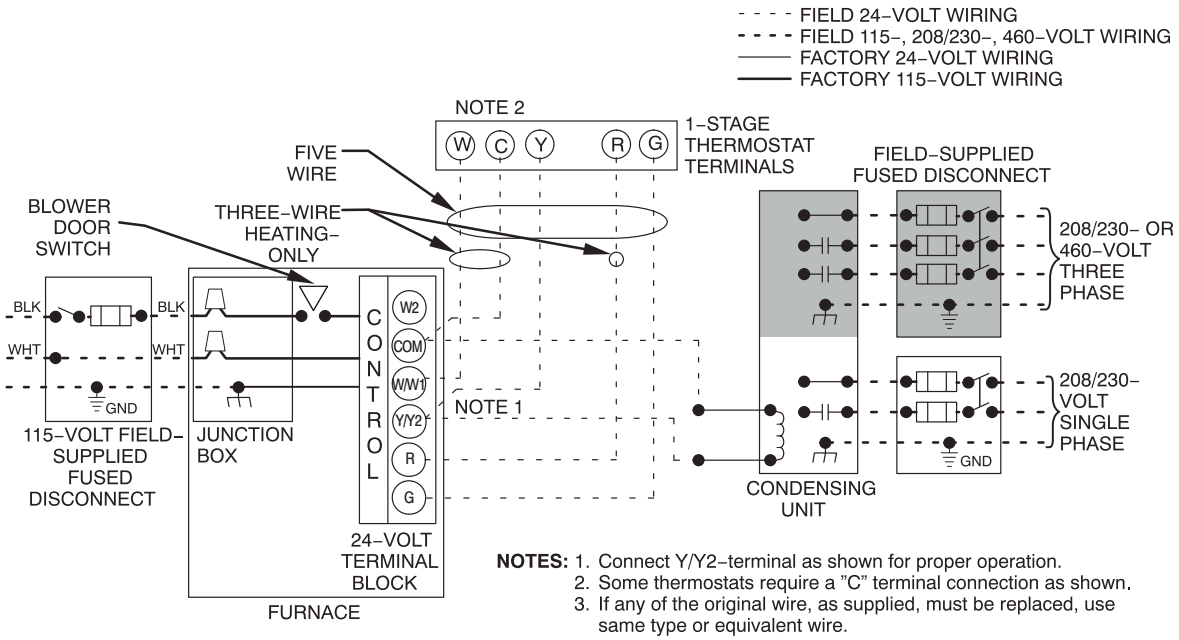
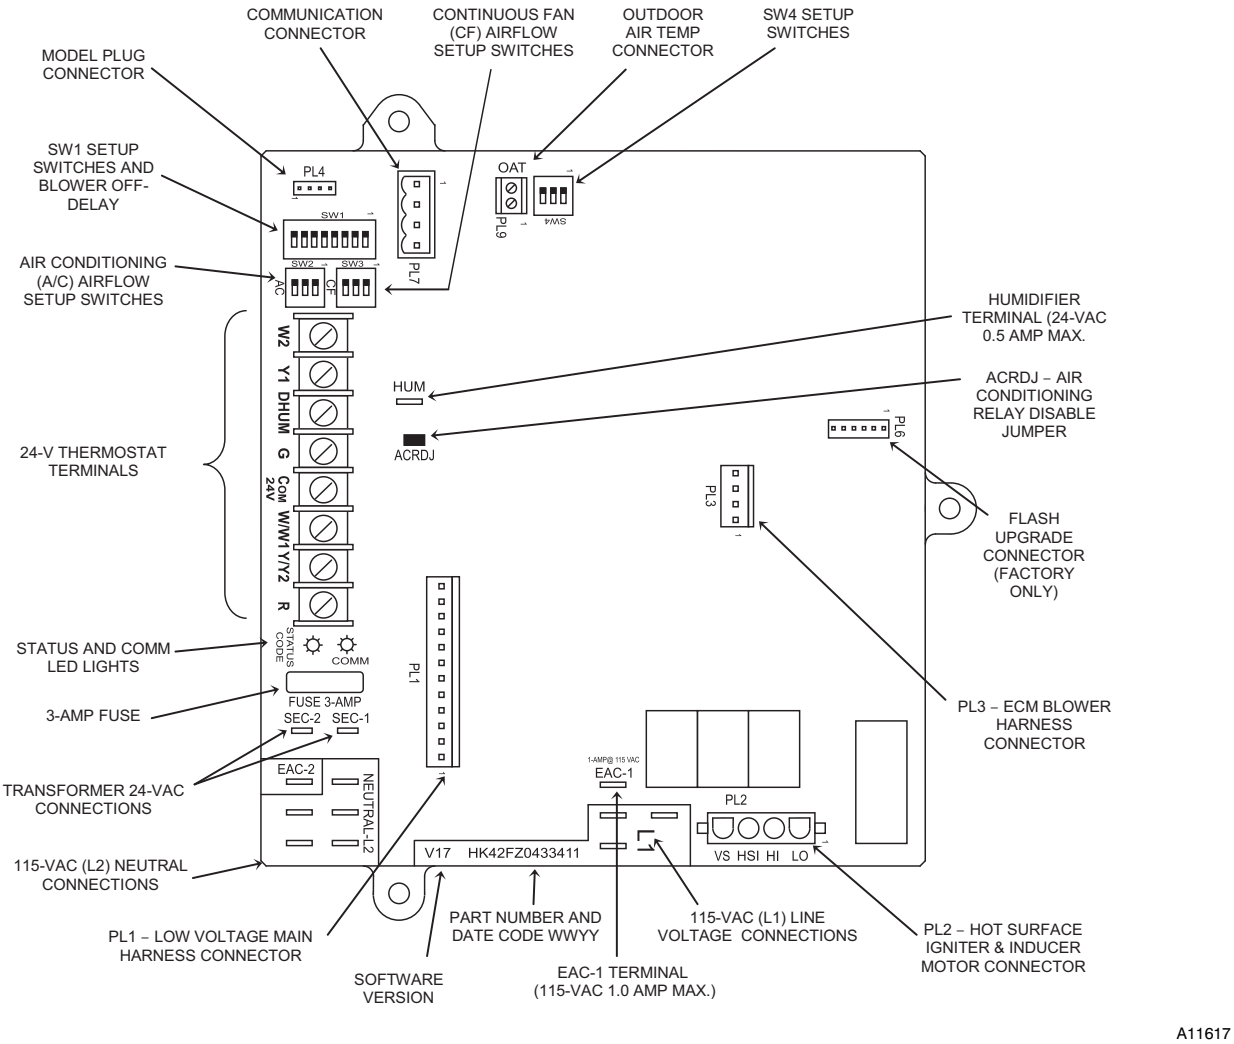

Fig. 37 – Typical Two–Stage Field Wiring Diagram
Fig. 38 – Example of Variable Speed Furnace Control
6. Connect power cord power and neutral leads to furnace power leads as shown in Fig. 37.
5. Connect field power and neutral leads to furnace power leads. as shown in Fig. 37.
Make field 24−v connections at the 24−v terminal strip. See Fig. 38. Connect terminal Y/Y2 as shown in Fig. 37 for proper cooling operation. Use only AWG No. 18, color−coded, copper thermostat wire.
The 24−v circuit contains an automotive−type, 3−amp. fuse located on the control. Any direct shorts during installation, service, or maintenance could cause this fuse to blow. If fuse replacement is required, use ONLY a 3−amp. fuse of identical size. See Fig. 38.
A single stage heating and cooling thermostat can be used with the furnace. The furnace control board CPU will control the furnace and outdoor unit staging. A two stage heating and cooling thermostat can also be used to control the staging. For two stage thermostat control of the furnace staging, turn SW1-2 ON at the furnace control board. For two stage thermostat control of a 2-stage outdoor unit, remove the ACRDJ jumper from the furnace control board. Refer to typical thermostat wiring diagrams and the Sequence of Operation section for additional details. Consult the thermostat installation instructions for specific information about configuring the thermostat. See Fig. 38 and 39.
This connection is used when the furnace is controlled by an optional communicating User Interface instead of a standard thermostat. The communication plug is supplied with the User Interface. Refer to the instructions supplied with the User Interface for complete details. See Fig. 38.